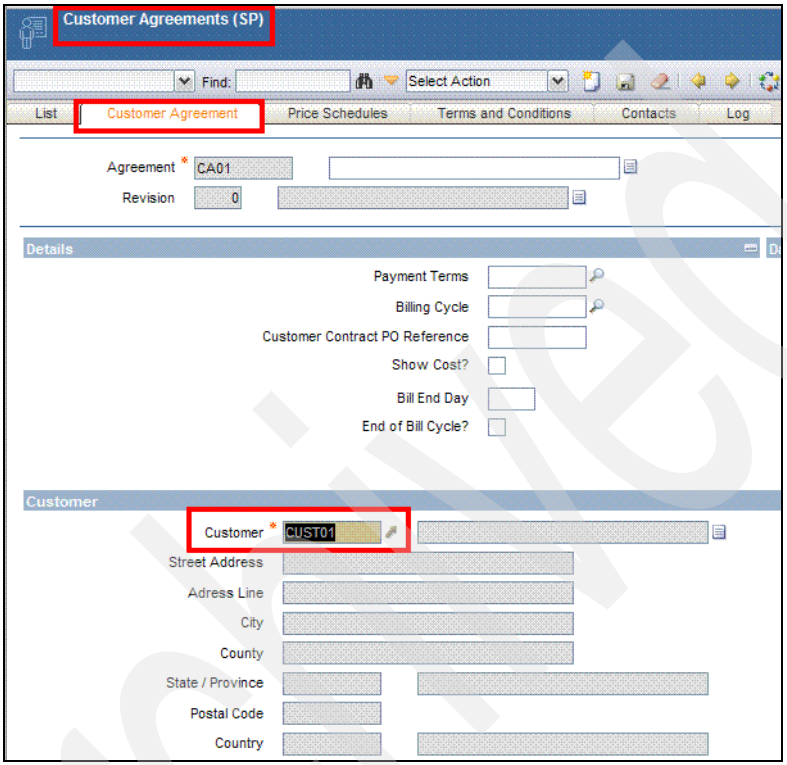

Figure 3-47 Create a Customer Agreement
1. To create a customer agreement, go to **Service Provider** → **Customer Agreements (SP)**, as shown in Figure 3-47.